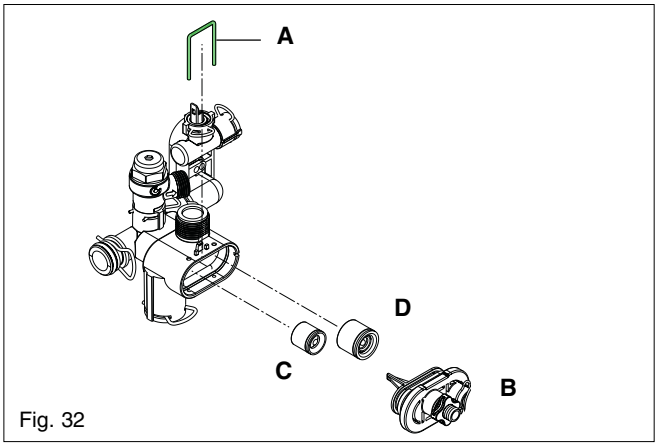

Fig. 32
6.17 AUTOMATIC BY-PASS & DHW NON-RETURN VALVE (fig. 32)